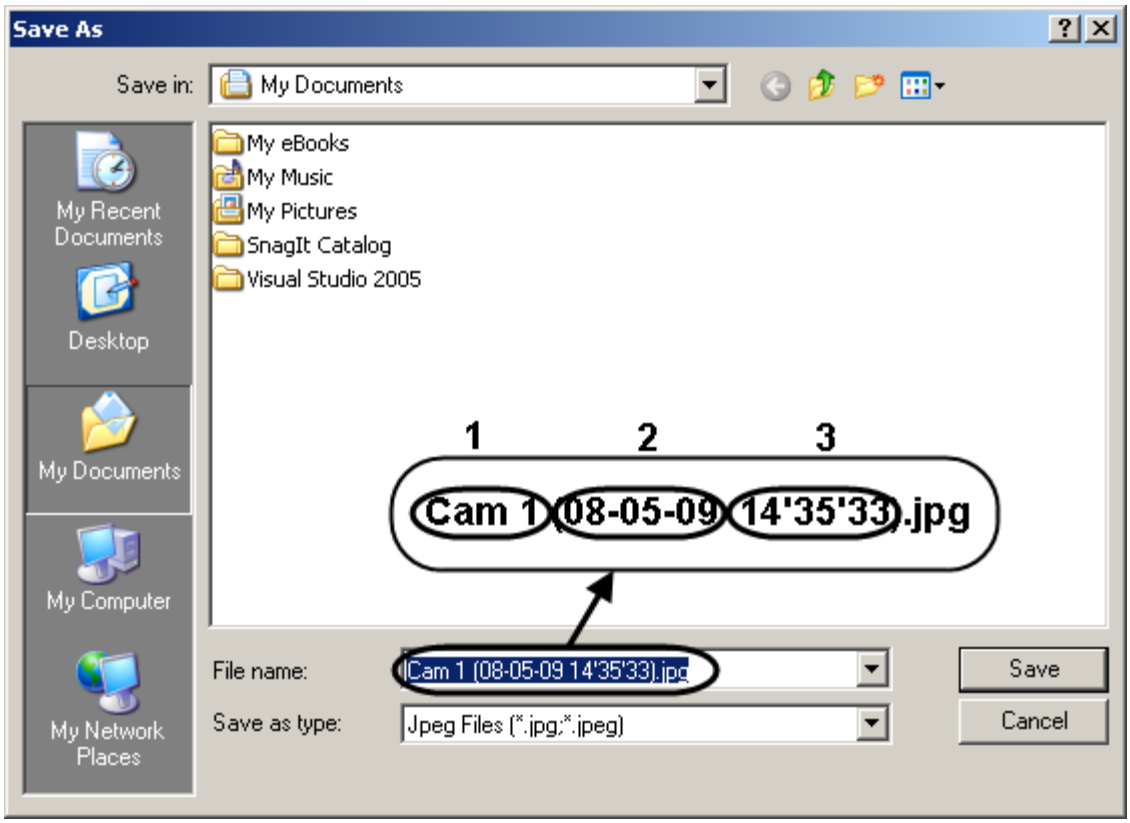

Figure 12.2-14. Saving an exported frame
4. Specify the location to save the exported file to in the Save As dialog window (Figure 12.2-14).